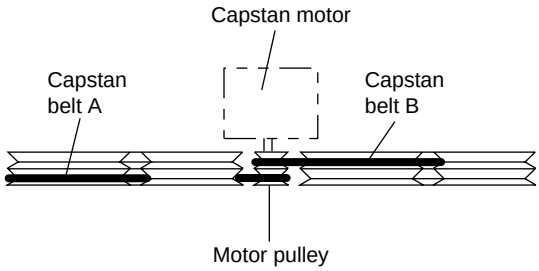

Fig.6
2.While raising the capstan motor, remove the capstan belts A and B respectively from the motor pulley (See Fig. 6).